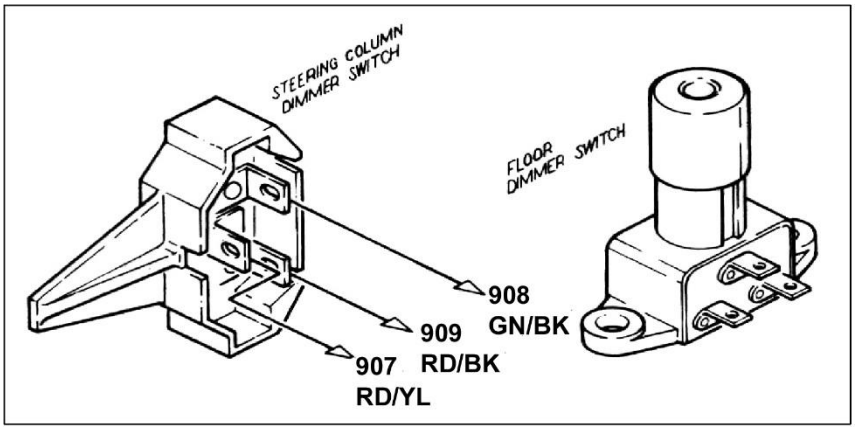

Figure 8-3D Dimmer Switches **(Push Button Style – Painless Part #80150)**
8.3.5 Connect the DIMMER SWITCH SECTION to your floor-mounted Dimmer Switch or column-mounted Dimmer Switch. Refer to **Figure 8-3D**